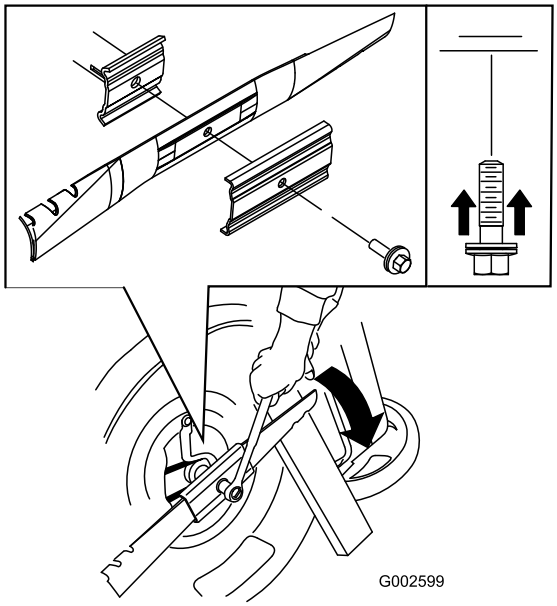

Bild 27
5. Installieren Sie ein neues Messer (drehen Sie die Messerschraube nach rechts) und alle Befestigungen (Bild 27).